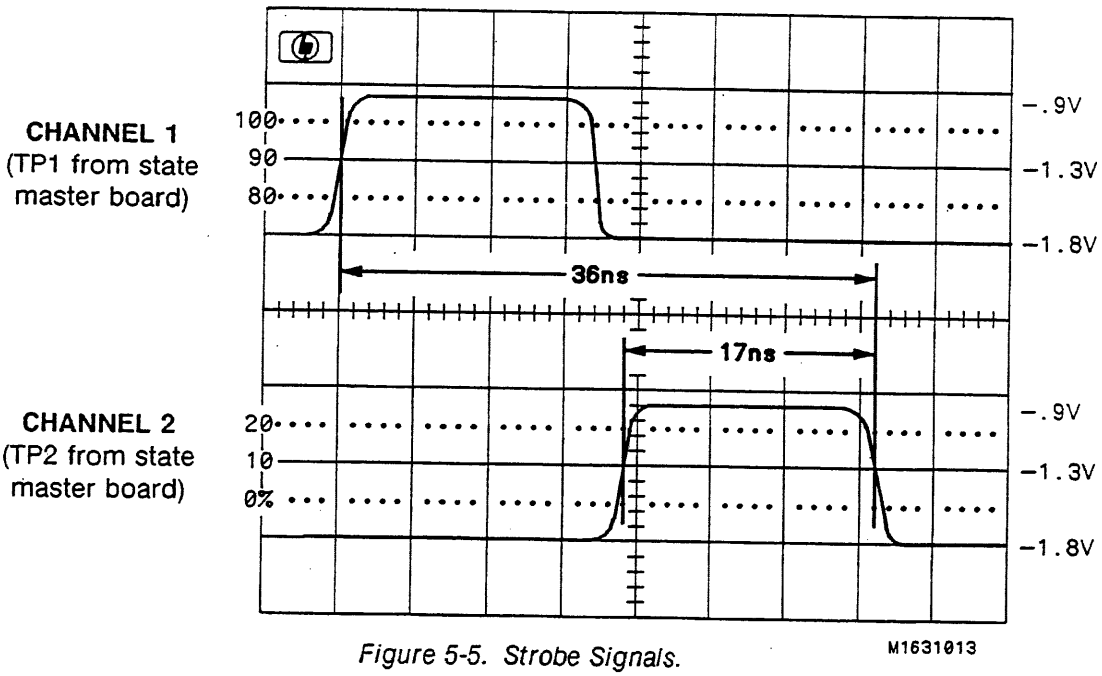

Figure 5-5. Strobe Signals.
f. Connect Channel 1 of the oscilloscope to TP1 on the State Master board. Connect Channel 2 to TP2. Trigger the oscilloscope on the Channel 1 signal. The period of the signals is 5.5μs. By setting the oscilloscope controls to 0.5 V/div., 5.0 ns/div., and displaying both channels you should get approximately the display in figure 5-5. The adjustments to be made are shown on the figure. The adjustment accuracy is ±500 ps.